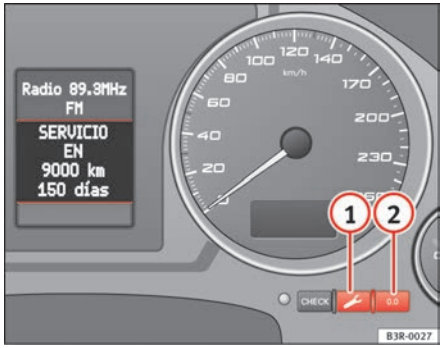

Fig. 51 Detailed view of the instrument panel: Service indicator
- Press the service button ⇒ fig. 51 (1) and hold while switching on the ignition. The display will show one of these messages: **Service in ----- km** or **Service!**
- Now press and hold the reset button (2) until the display shows **Service in ----- km --- days** or **Service!**